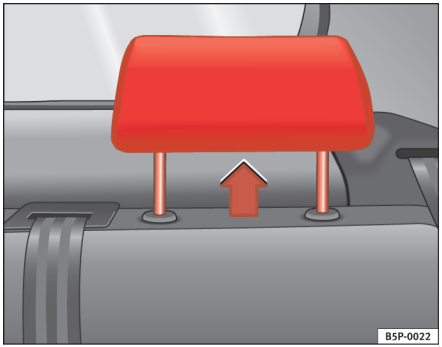

Fig. 5 Hovedstøtte i brugsposition
– Tre **brugspositioner** ⇒ fig. 5. I disse positioner fungerer hovedstøtten som en almindelig hovedstøtte, og sammen med sikkerhedsselen beskytter den bagsædepassagererne.